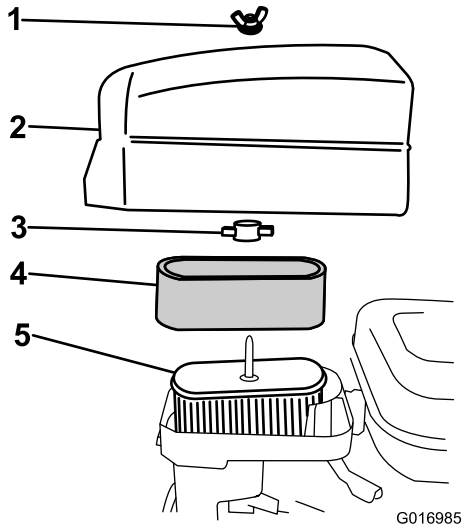

Figur 29
4. Om skumplastinsatsen är smutsig ska du ta bort den från pappersinsatsen (Figur 29) och rengöra den noga på följande vis: